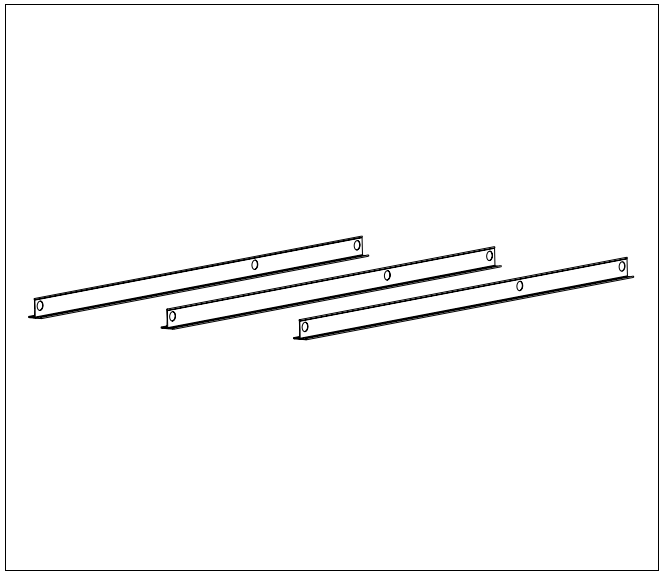

Afb. 25 T-profielen van het basisframe – verticale uitvoering
- Plaats de drie benodigde T-profielen (bij horizontale uitvoering vier T-profielen) voor een collector (afb. 25) op een afstand van ca. 500 mm naast elkaar.